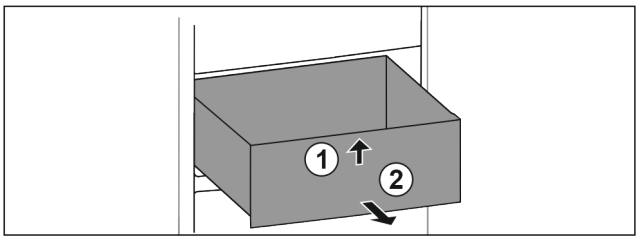

Fig. 98
▶ Ridicați sertarul în față. *Fig. 98 (1)*
▶ Extrageți sertarul spre înainte. *Fig. 98 (2)*